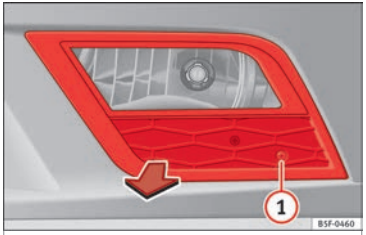

Fig. 95 Front fog light.
– Remove the bolt ››› Fig. 95 ① from the fog light grille with a screwdriver.